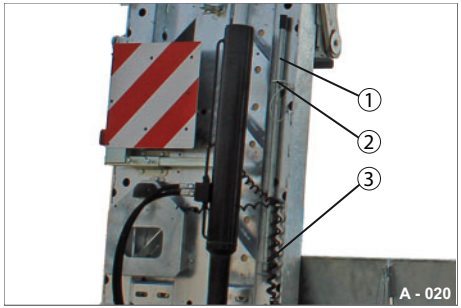
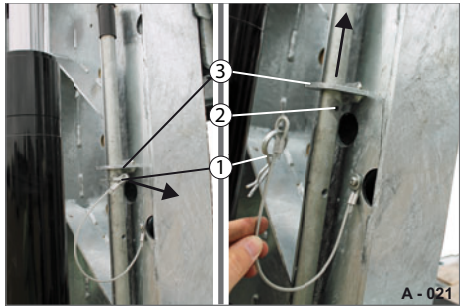
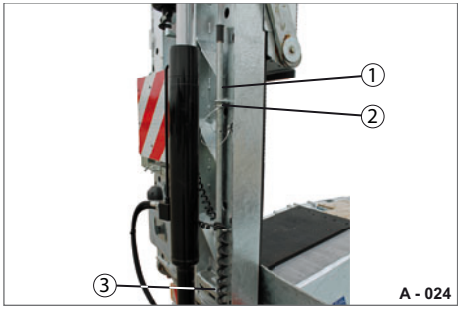

Abb. 20 Hebelstange in Fahrstellung
Abb. 21 Hebelstange entnehmen
Abb. 24 Hebelstange gesichert
▶ Ziehen Sie den Federstecker (Abb. 21/2) aus der Lochung heraus.
▶ Ziehen Sie die Hebelstange (Abb. 20/1) aus der oberen Halterung (Abb. 21/3) komplett heraus.
▶ Führen Sie die Hebelstange (Abb. 24/1) durch die obere Halterung durch.
▶ Stecken Sie die Hebelstange in die untere Halterung (Abb. 24/3) ein.
▶ Stecken Sie den Federstecker (Abb. 24/2) durch die Lochung (siehe Abb. 21).